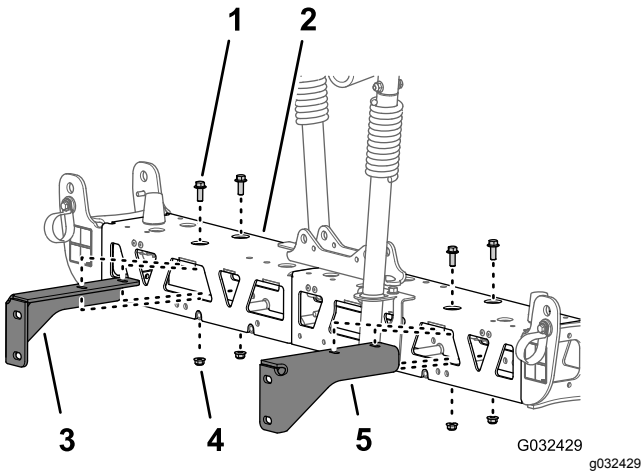

Figuur 73
2. Verwijder de 2 flenskopbouten (3/8 x 1 inch) en 2 flensborgmoeren (3/8 inch) waarmee de steunbeugel aan de middelste spuitboom is bevestigd, en verwijder de beugel (Figuur 73).
3. Verwijder de 2 flenskopbouten (3/8 x 1 inch) en 2 flensborgmoeren (3/8 inch) waarmee de andere steunbeugel aan de middelste spuitboom is bevestigd, en verwijder de beugel (Figuur 73).